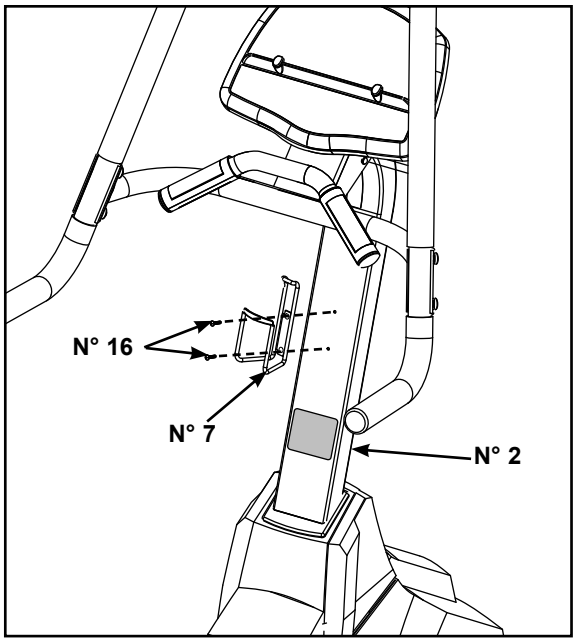

Figure 11
B. Avec un tournevis Phillips, fixez le porte-bouteille au montant de la console (n° 2) en utilisant les deux vis 10-24 x 1/2 po (n° 16). Reportez-vous à la figure 11.